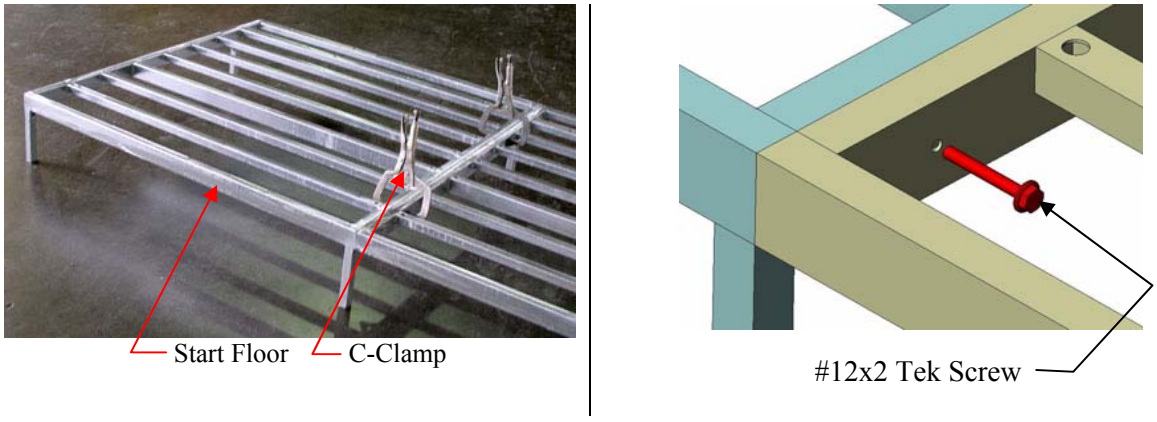

Figure 4
2. Arrange floors starting with the Start Floor (four or six-legs) on the far left. Attach a Center Floor (two or three legs) to the first Start Floor as shown in **(Figure 4)**, using 2” Tek Screws at the pre-drilled holes. Use the same method to attach all the remaining floors with two or three-legs. Repeat this procedure for the other row of kennel floors. Make any final adjustments and move floors into their final position.